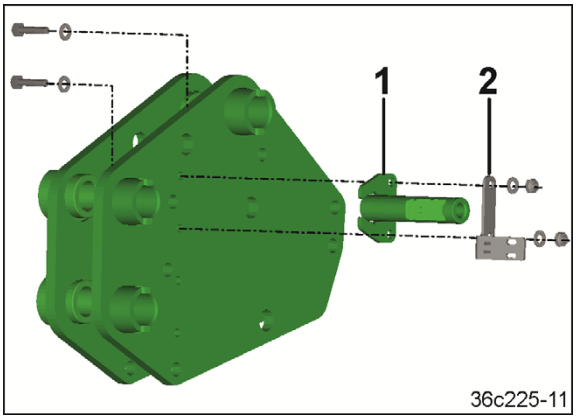

Fig. 94
2. Aufnahme (Fig. 94/1) und Sensorhalter (Fig. 94/2) am oberen Kupplungspunkt anschrauben.